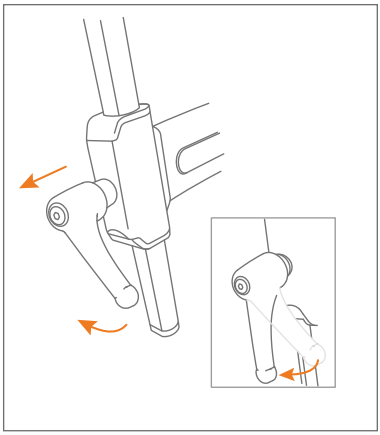

Abbildung 17: Positionieren Sie den Einstellgriffe richtig.
g. Stellen Sie die Einstellgriffe senkrecht so ein, dass sie gerade nach unten zeigen. Sie tun dies, indem Sie die Einstellgriffe sanft nach außen ziehen und in die richtige Position drehen **(Abbildung 17)**.